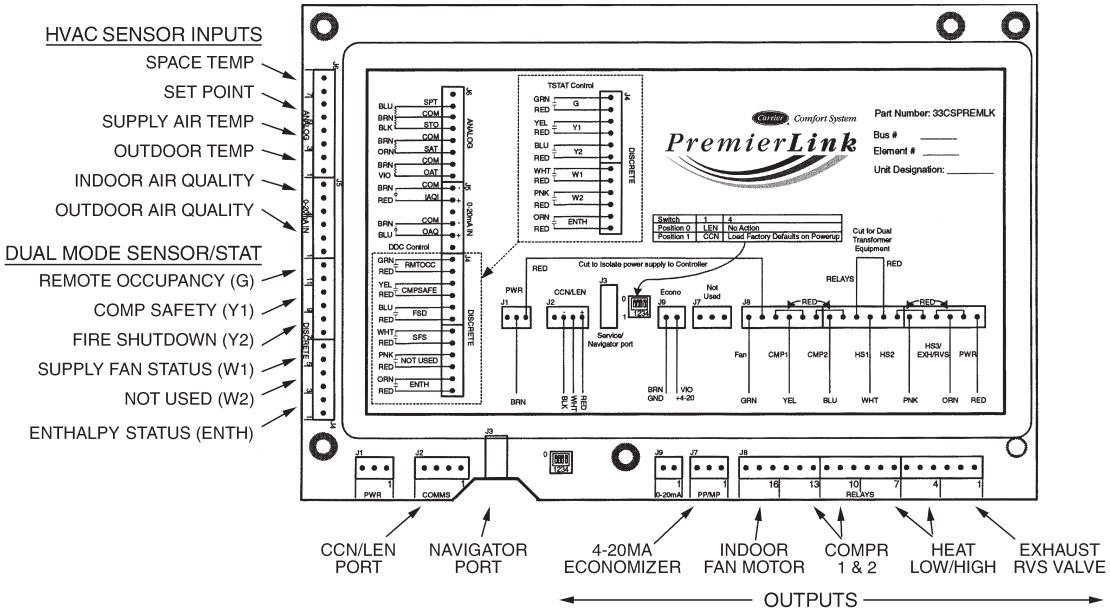

Fig. 43 - PremierLink™ Controller
The PremierLink controller (see Fig. 43) is compatible with Carrier Comfort Network® (CCN) devices. This control is designed to allow users the access and ability to change factory-defined settings, thus expanding the function of the standard unit control board. CCN service access tools include System Pilot (TM), Touch Pilot (TM) and Service Tool. (Standard tier display tools Navigator™ and Scrolling Marquee are not suitable for use with latest PremierLink controller (Version 2.x).)
Refer to Fig. 43 for PremierLink connection locations.